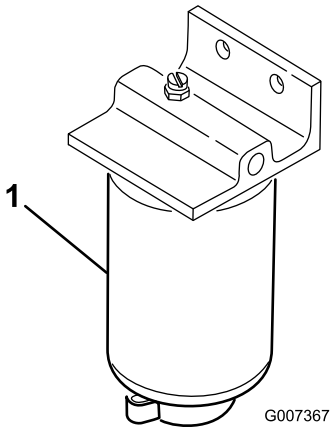

Figur 46
1. Anbring en ren beholder under brændstoffilteret (Figur 46).
2. Rengør området, hvor filterskålen monteres (Figur 46).